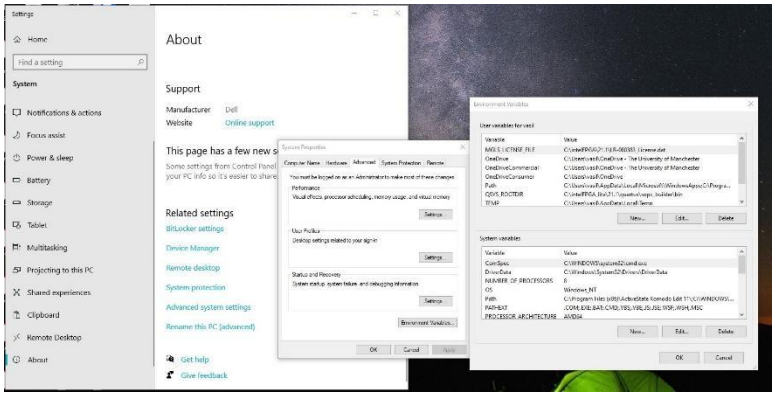

Fig. 2. Setting up the environment library for Questa – Intel FPGA simulator.
- An environment variable should also be added to the system. For Windows, right-click on Start, select System, Advanced System Settings, Environment Variables, and create a New variable called LM_LICENSE_FILE and provide the path where you stored the license file you received from Intel (*.dat). Click OK. An example of this setup is shown in Fig. 2.